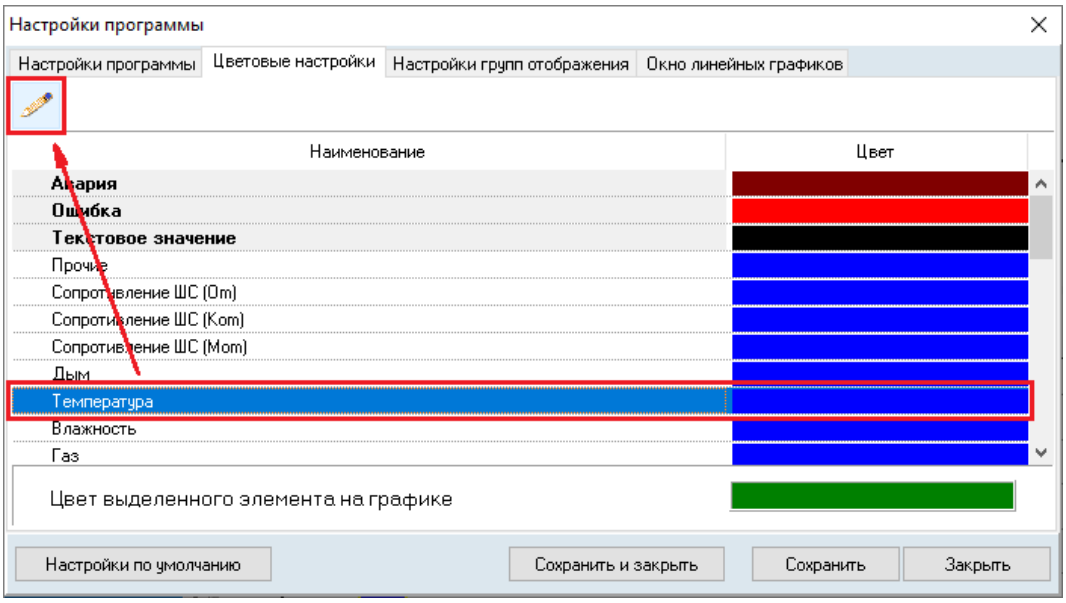

Рисунок 12-83 Переход к изменению цвета отображения телеметрируемого параметра "Температура" по кнопке "Изменить цвет"
- либо выделите строку особого состояния/параметра, для отображения которого необходимо изменить цвет, и нажмите кнопку «Изменить цвет» (см. Рисунок 12-83);